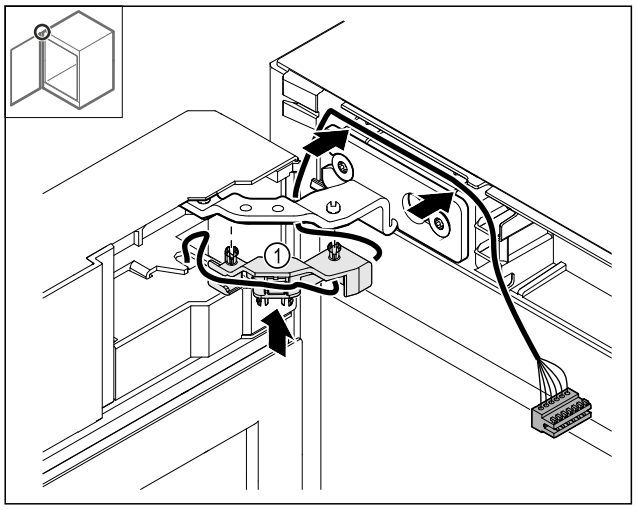

Fig. 48
▶ Apăsați suportul de cablu *Fig. 48 (1)* în balama.